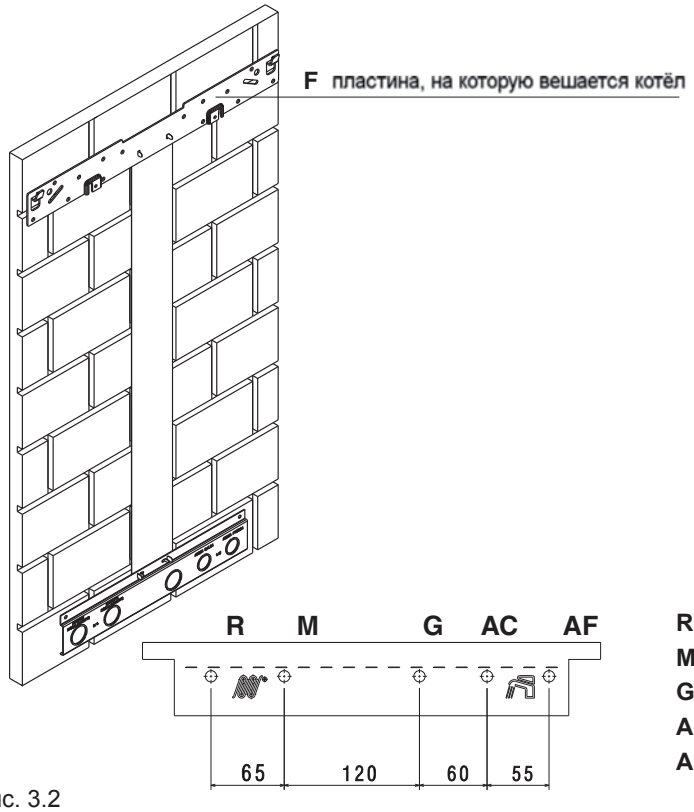

Рис. 3.2
- закрепите кронштейн (F) – рис. 3.2 – на стене и с помощью уровня проверьте, чтобы она находились в идеальном горизонтальном положении
На рис. 3.2 а описаны расположение и размеры для гидравлических подключений.
Рис. 3.2а